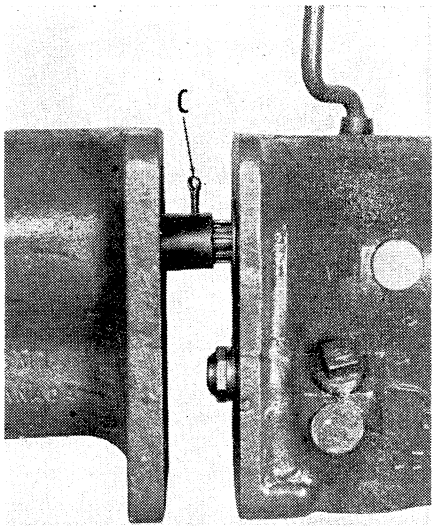

*Fig. MH18—Exploded view of Pony clutch cover assembly showing its component parts.*
43. **R & R CLUTCH.** Clutch can be removed after tractor is split as in preceding paragraph 42 or when engine is out. When removing or reinstalling clutch on flywheel (Fig. MH18), turn alternate cover-to-flywheel cap screws evenly to prevent distortion of the clutch cover. Use a